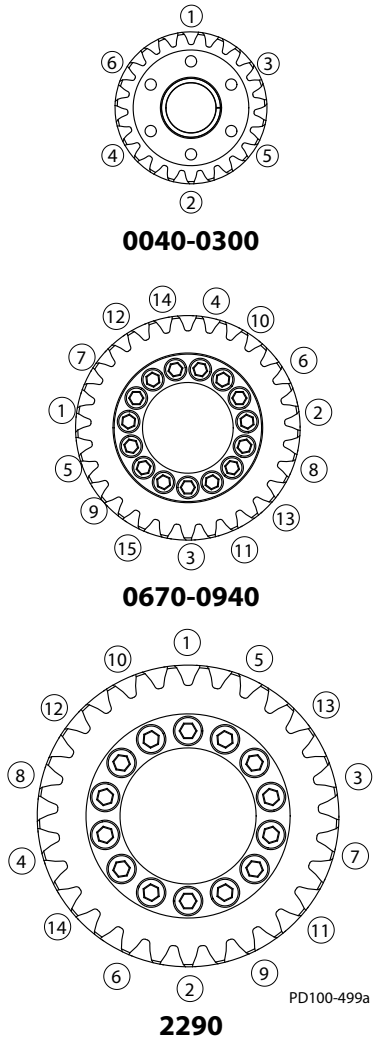

Afbeelding 62 - Schroefaanhaalpatronen
5. Span de schroeven in een diametrale, tegenovergestelde volgorde aan tot de waarde die op Tabel 10 wordt weergegeven voor “Stap 1.” Span de schroeven niet meer dan 1/4 draai per keer aan, zodat de klembelasting gelijkmatig wordt verdeeld. Aanbevolen patronen worden in Afbeelding 62 weergegeven, onderverdeeld volgens modelnummer.